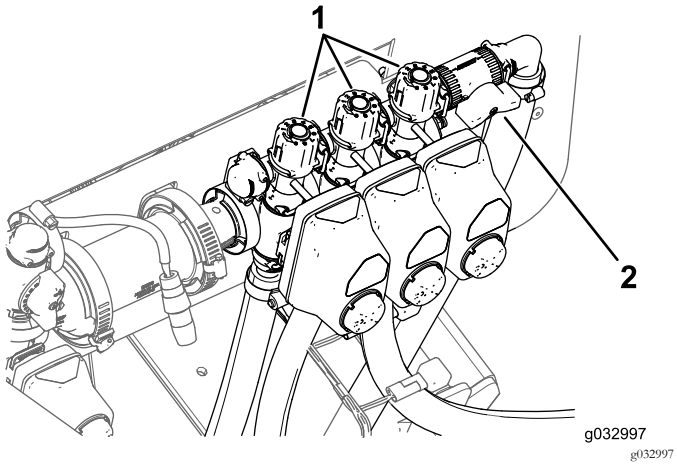

Figuur 129
9. Schakel de linker spuitboom uit en stel de omloopknop van de spuitboom (Figuur 129) zodanig in dat de druk de vorige waarde heeft.
11. Stel de omloopknop van de rechter spuitboom (Figuur 129) zodanig in dat de druk de vorige waarde heeft.
13. Stel de omloopknop van de middelste spuitboom (Figuur 129) zodanig in dat de druk de vorige waarde heeft.